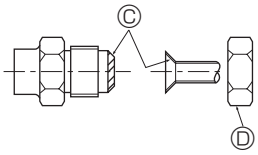

Fig. 4-5
4.3. Connexion des tuyaux (Fig. 4-4, Fig. 4-5)
[Fig. 4-5]
Ⓐ (Fig. 4-5)